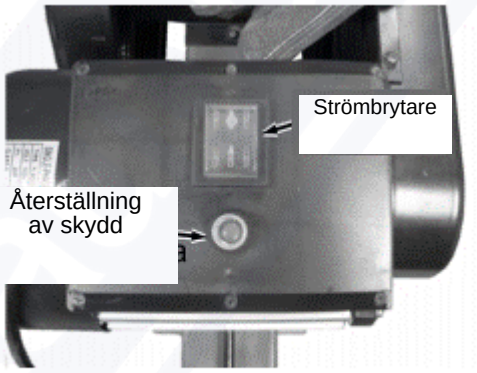

Bild 5
3. Ställ strömbrytaren på ON (bild 5).
Tryck på skyddets återställningsknapp (bild 5).